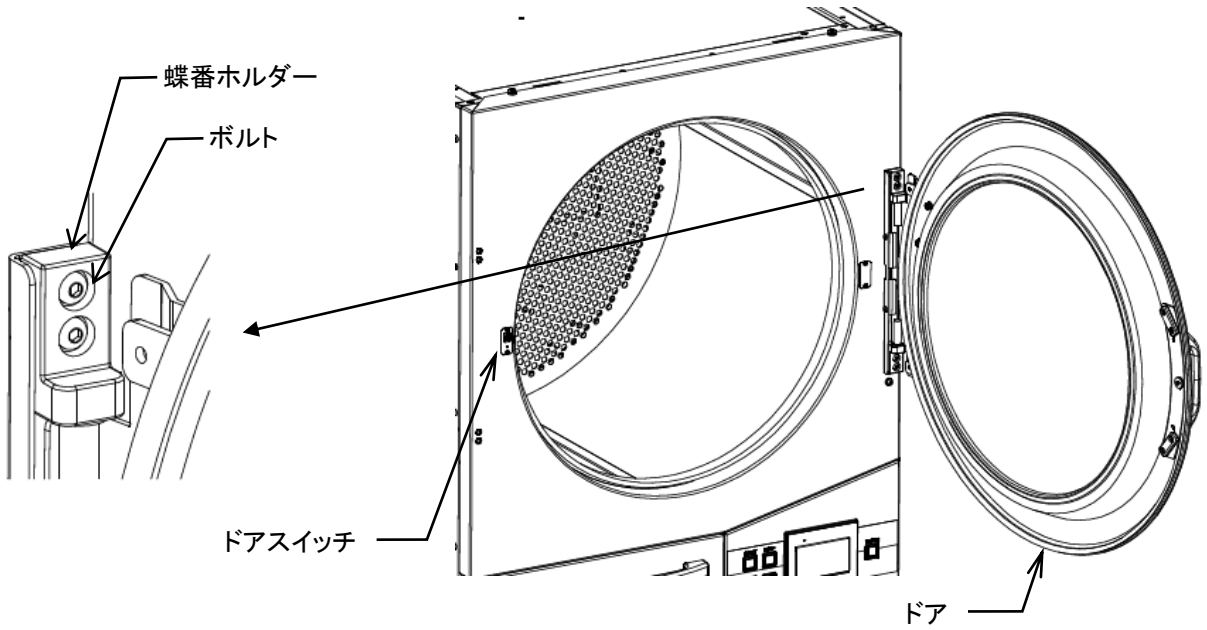

図 9-1
9.3.1 ドア部（図 9-1）
- ドア部スイッチのケーブル接続コネクタを外してください。（図 9-1）